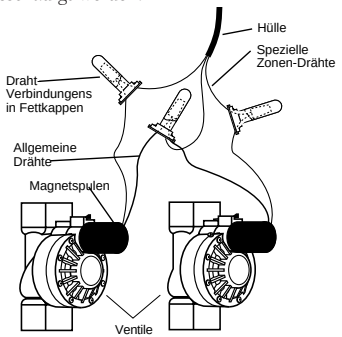

Abb. 25: Anschluß der Controllerkabel an den Ventilen
- Jedes Ventil ist mit zwei Kabeln ausgestattet. Das eine Kabel wird als gemeinsame Leitung verkabelt. Die gemeinsamen Leitungen für alle Ventile können zusammen an einem zum Controller führenden gemeinsamen Kabel angeschlossen werden. Das andere Ventilkabel wird an dem speziellen Stationskabel angeschlossen, das dieses Ventil steuert **[siehe Abb. 25]**.